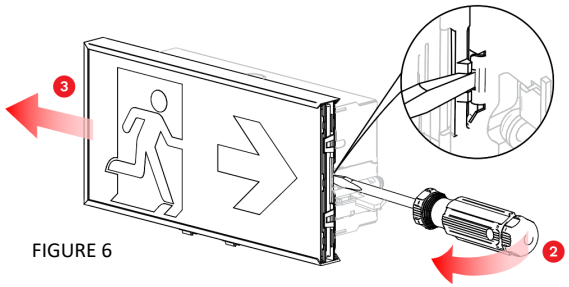

FIGURE 6
3. Using a flat screwdriver, insert screwdriver (see Figure 6) and rotate away from the wall to disengage clip.